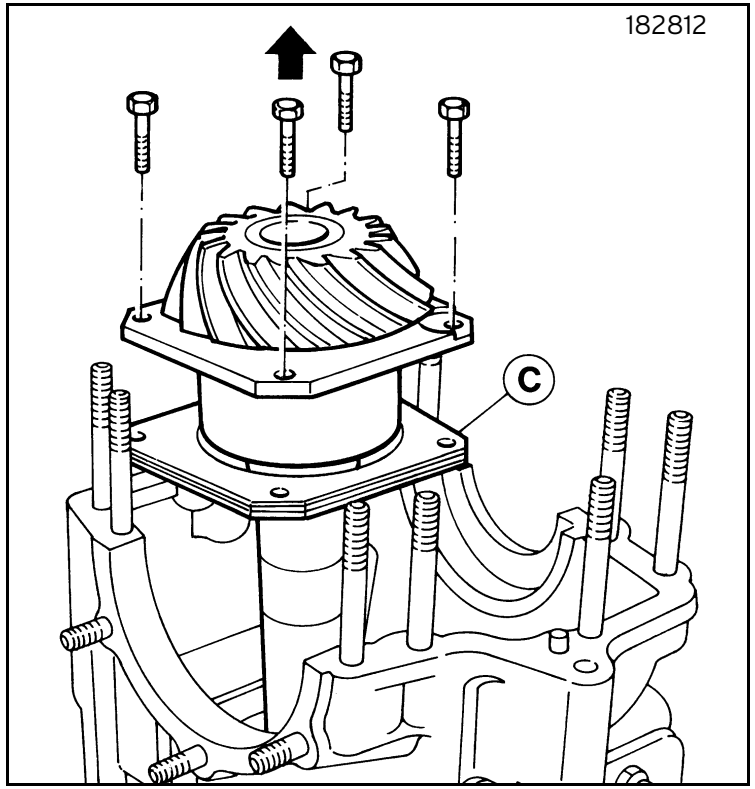

Fig. 12
- Loosen the fastening screws and remove the pinion flange with pinion, bearings and adjustment shims C (figure 12).